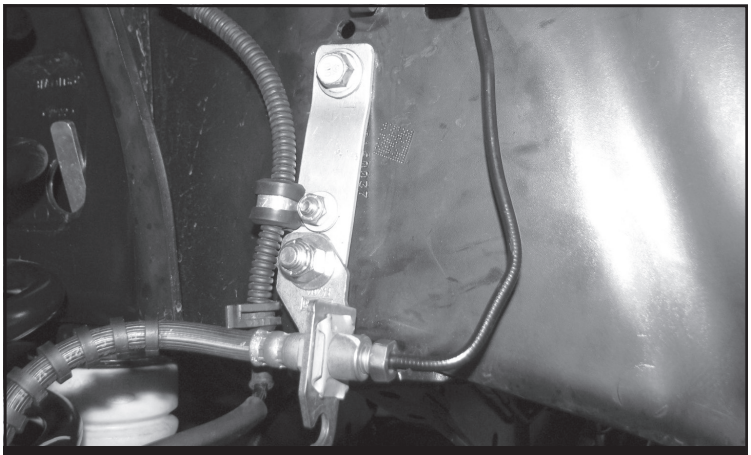

FIGURE 19 - STEP 25
25. **(PASSENGER SIDE)** Install FT30659 (Brake line bracket) to the factory brake line tab using the supplied 3/8” hardware (Use lower hole). Next, using the supplied rubber clamp and 1/4” hardware, attach the ABS line to the upper hole on the FT30659 bracket. Re attach to the frame using the factory hardware. Torque 3/8” & factory hardware to 52 ft-lbs. Torque 1/4” hardware to 14 ft-lbs. **SEE FIGURE 19**